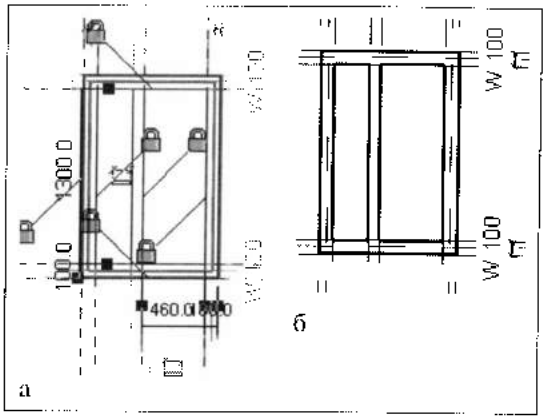

Рис. 18.7. *Формирование объемной формы переплета*
10. На ленте в разделе **Draw** выбрать **Rectangle** и установить в поле **Depth** значение (–250). Нарисовать прямоугольный контур по точкам пересечения исходных опорных плоскостей и зафиксировать положение. Аналогично построить и выровнять с фиксацией два внутренних контура для отверстий, используя опорные плоскости, построенные в пунктах 2 и 6 (рис. 18.7,а).
11. На ленте в разделе **Extrusion** нажать **Finish Extrusion** (Принять выдавливание). Будет выдавлен переплет с двумя проемами (рис. 18.7,б).